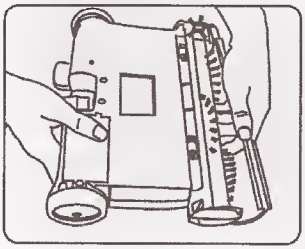

Fig. 14
4. De vez en cuando, quite la cubierta transparente del cepillo del frente de la barredora y saque la acumulación de pelusa, pelos o fibras del cepillo giratorio. Para quitar la cubierta, agárrela por debajo, tire hacia fuera y hacia arriba hasta que se desenganche de las ranuras laterales y de las pestañas de la parte superior. Corte cuidadosamente los hilos y cabellos con una tijera. (Fig. 14)